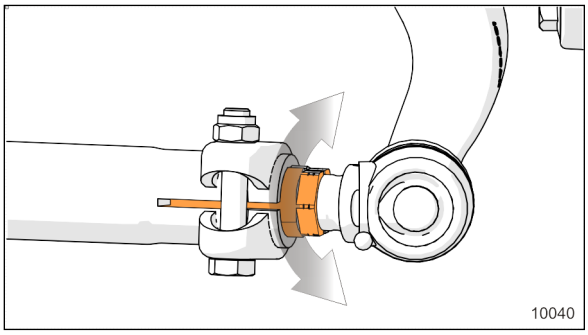

FIGURE 81: FINE ADJUSTER SLEEVE ON TIE ROD
b. Turn the adjuster sleeve (Figure 81) until the specified toe-in measurement is obtained.